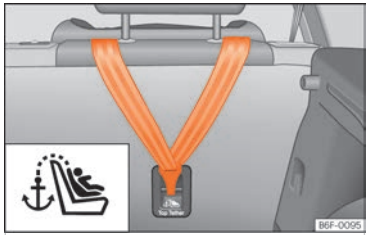

Fig. 39 Part posterior dels seients del darrere: argolles de subjecció per al cinturó Top Tether.
Les cadiretes infantils amb sistema Top Tether incorporen una corretja addicional per subjectar-la a un punt d'ancoratge al vehicle. Aquest punt d'ancoratge es troba a la part posterior del respatller del seient del darrere (identificat amb el símbol ⚓) i proporciona una major retenció ››› fig. 39.
- Feu lliscar la corretja i fixeu-la correctament amb l'ancoratge de la part posterior del respatller ››› fig. 39.